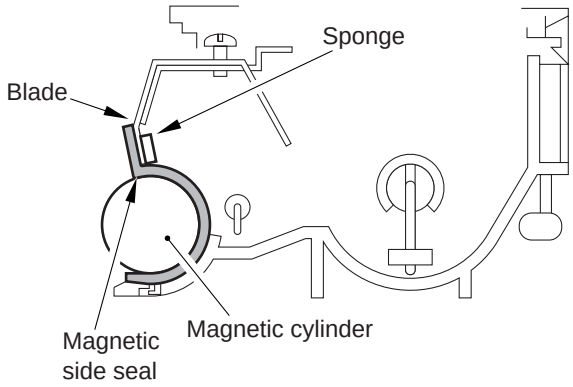

Figure 10-219
2) Fix the side magnetic seal at the position shown in Figure 10-219.